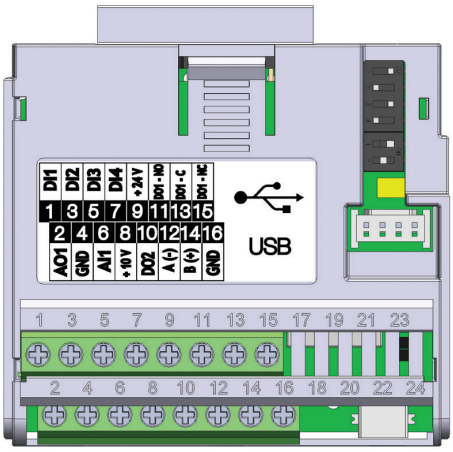

Abbildung 20.3: Steckmodul CFW500-CUSB
Das CFW500-CUSB Steckmodul verfügt über eine Serielle Schnittstelle (1) über den RS-485-Port an den Anschlussklemmen 12 (A1-) und 14 (B1+), sowie eine Serielle Schnittstelle (2) über den USB-Port am Mini-USB-Standardanschluss (mini B), vgl. Abbildung 20.3 auf Seite 20-1.